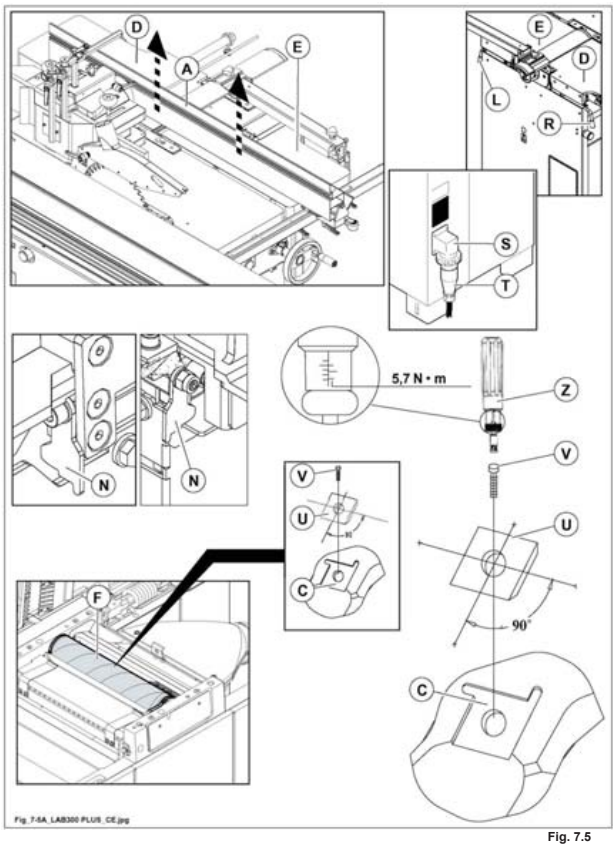

Fig. 7.5
togliere la guida filo (A fig. 7.5) dal piano.
- **Allentare la leva (L fig. 7.5) e sollevare la piana a filo in USCITA (E fig. 7.5); SUCCESSIVAMENTE allentare la leva (R fig. 7.5) e sollevare la piana a filo in ENTRATA (D fig. 7.5); (l'apertura delle piane aziona un micro che impedisce l'avviamento della macchina).**
accertarsi che il bloccaggio (N fig. 7.5) apertura piano sia correttamente posizionato.
- Ruotare l'albero pialla (F fig. 7.5) fino a portare la placchetta da sostituire in una posizione facilmente raggiungibile.
Svitare la vite di fissaggio (V fig. 7.5) ed estrarre la placchetta utensile (U fig. 7.5).
Pulire la superficie di appoggio (C fig. 7.5) per evitare che un accumulo di polvere faccia spessore.
Inserire la vite di fissaggio (V fig. 7.5) ed utilizzare una chiave dinamometrica (Z fig. 7.5) per serrarla.
- Disinnestare il bloccaggio (N fig. 7.5) e chiudere i piani.
Chiudere la piana a filo in ENTRATA (D fig. 7.5). Abbassare la leva (R fig. 7.5) per bloccare il piano. SUCCESSIVAMENTE chiudere la piana a filo in USCITA (E fig. 7.5) ed abbassare la leva (L fig. 7.5) per bloccare il piano.